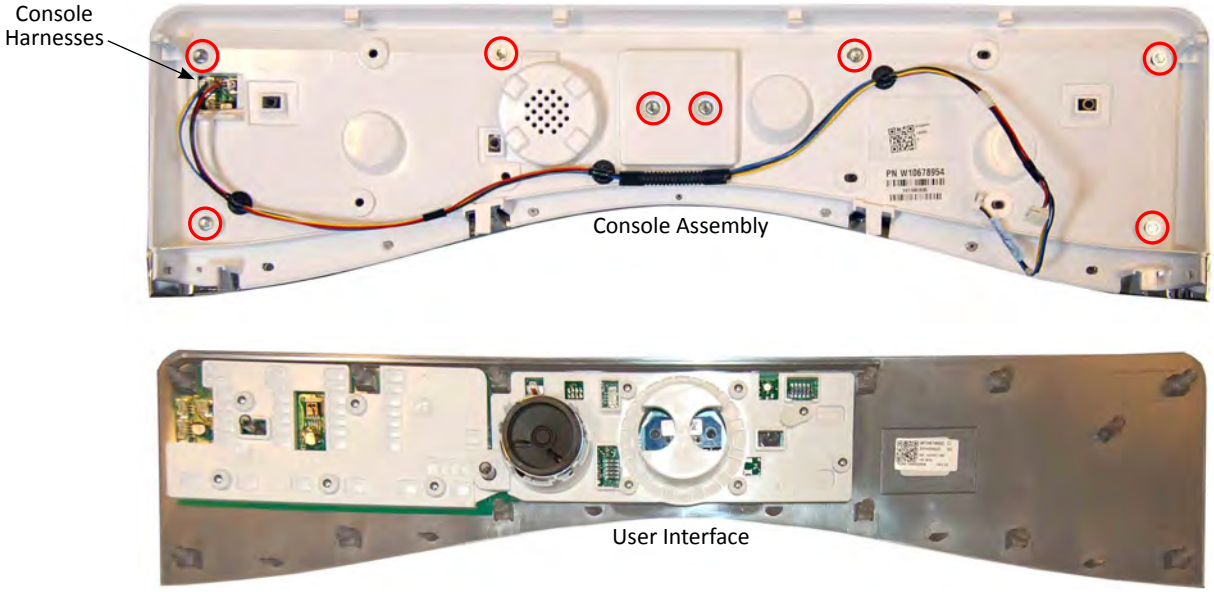

Figure 3
5. Remove the eight (8) 1/4” hex-head screws securing the user interface to the console as illustrated in Figure 3.